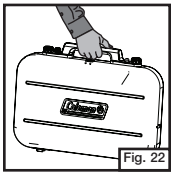

Fig. 22
- To carry the stove, firmly grasp the stove by the handle. (Fig. 22)